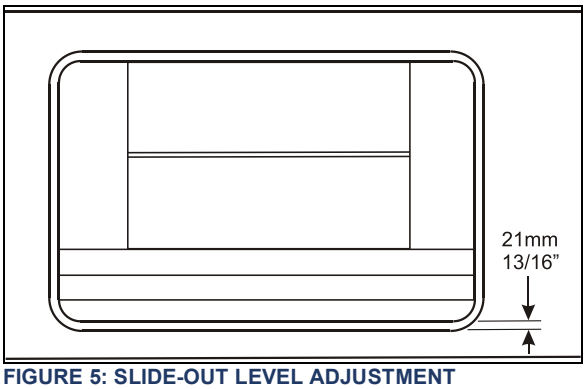

FIGURE 5: SLIDE-OUT LEVEL ADJUSTMENT
The desired height level is 13/16” (21mm) from the bottom (Figure 5)
When proper level is reached (Figure 5) retaining screws A & B maintain the support seated on the leveling screws.
The desired gap on each side is 13/16” (21mm) (Figure 5)
1. With the lower edge of the slide-out outer panel flush with the vehicle body, adjust the slide-out level. (Figure 5) The distance between the top of the horizontal member under the slide-out and the slide-out under panel must be 21mm (13/16" approximately).